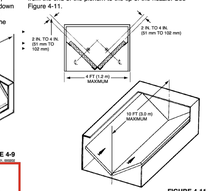

FIGURE 4-11 (000035, 000036)
- the length. Position the nozzle 0 in. to 6 in. (0 mm to 152 mm) from the end of the plenum to the tip of the nozzle. See Figure 4-11.